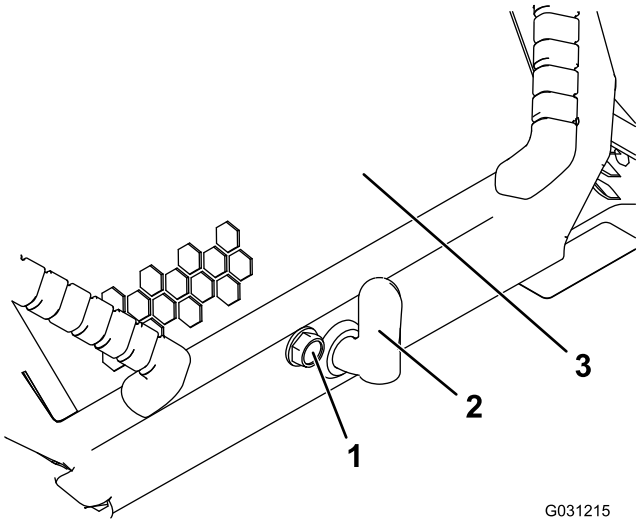

Figuur 36
1. Draai de vergrendelschroef van de motorkap los (Figuur 36)
2. Draai de motorhendel rechtsom (Figuur 36).
3. Til de handgrepen op en klap de motorkap omhoog (Figuur 36).
3. Draai de vergrendelschroef van de motorkap vast om de hendel te vergrendelen (Figuur 36).